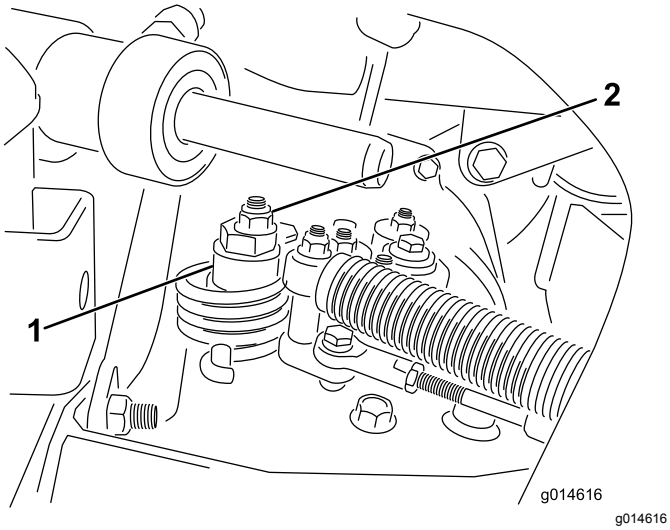

**Figur 33**
A. Lossa muttern som fäster excenterbulten på hydrostatens ovandel (Figur 33).
C. Vrid excenterbulten tills maskinen inte kryper i någon riktning. När hjulet slutar rotera drar du åt muttern som låser excenterbulten och justeringen (Figur 33). Kontrollera justeringen med gasreglaget i det LÅNGSAMMA och det SNABBA läget.